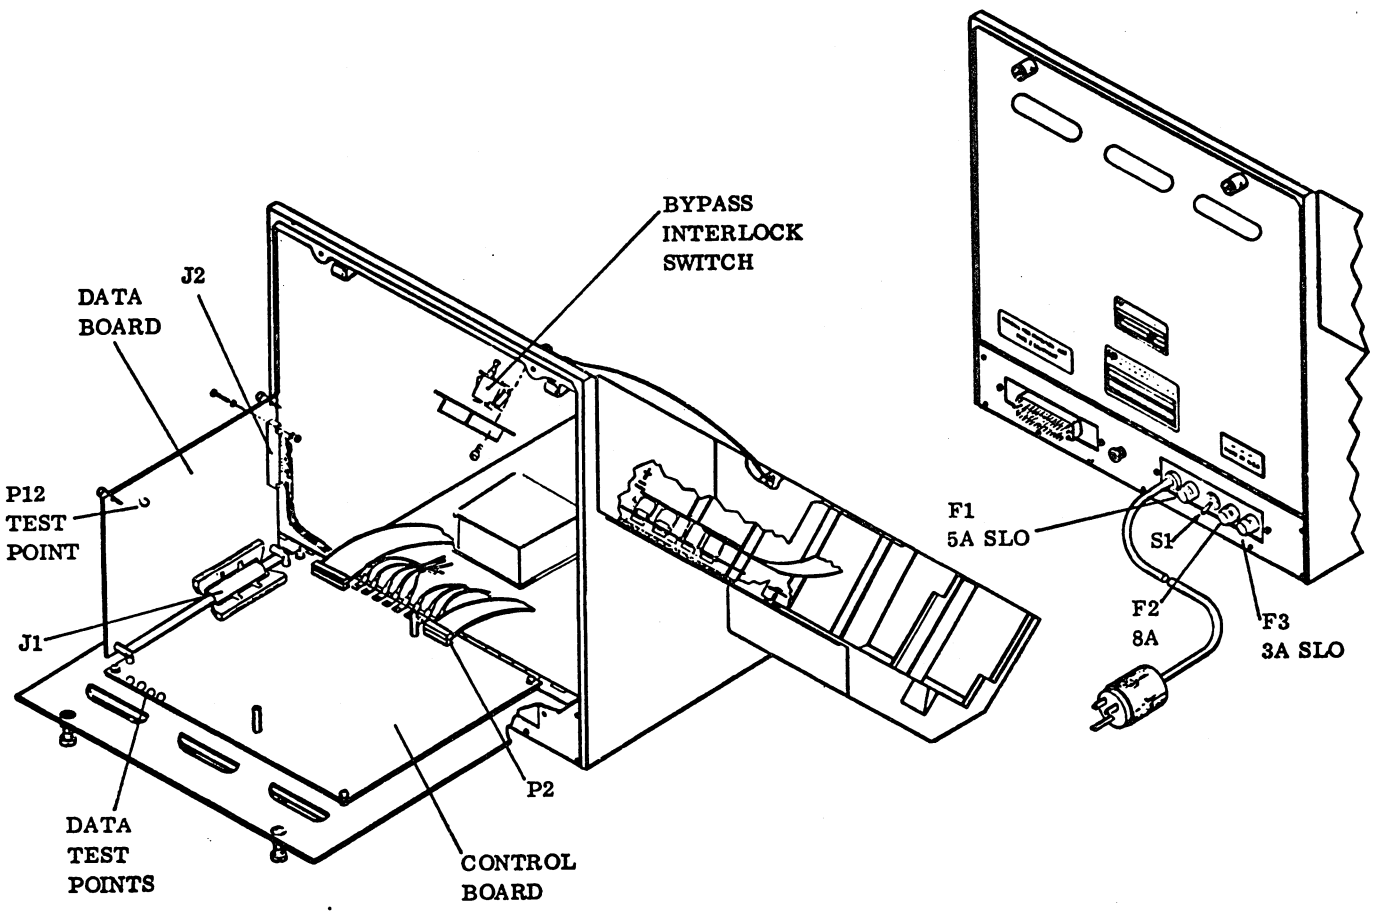

Figure 6D-26. Head Adjustment Test Points
4. Connect the negative test lead of the multimeter to the D12 test point on the data board (figure 6D-26). When the data board is raised to a vertical position, the D12 test point is the fourth terminal post from the top edge of the upper left corner of the data board.